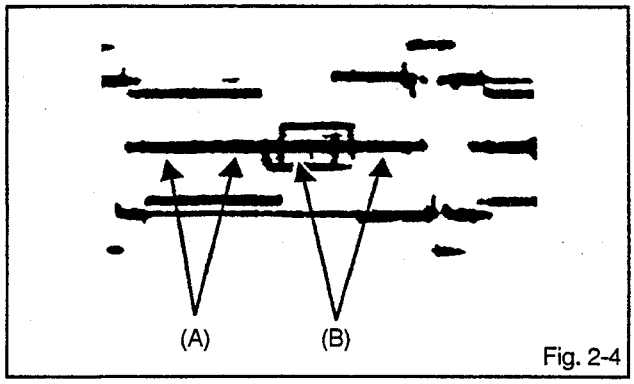

Fig. 2-4
3. Adjust the **VR7003** until the width of waveform point (B) is 0. **(Refer to Fig. 2-4)**
4. Adjust the **L7004** and **L7005** until the width of waveform point (A) is 0.
5. Adjust the **VR7003** until the width of waveform point (B) is 0 again.